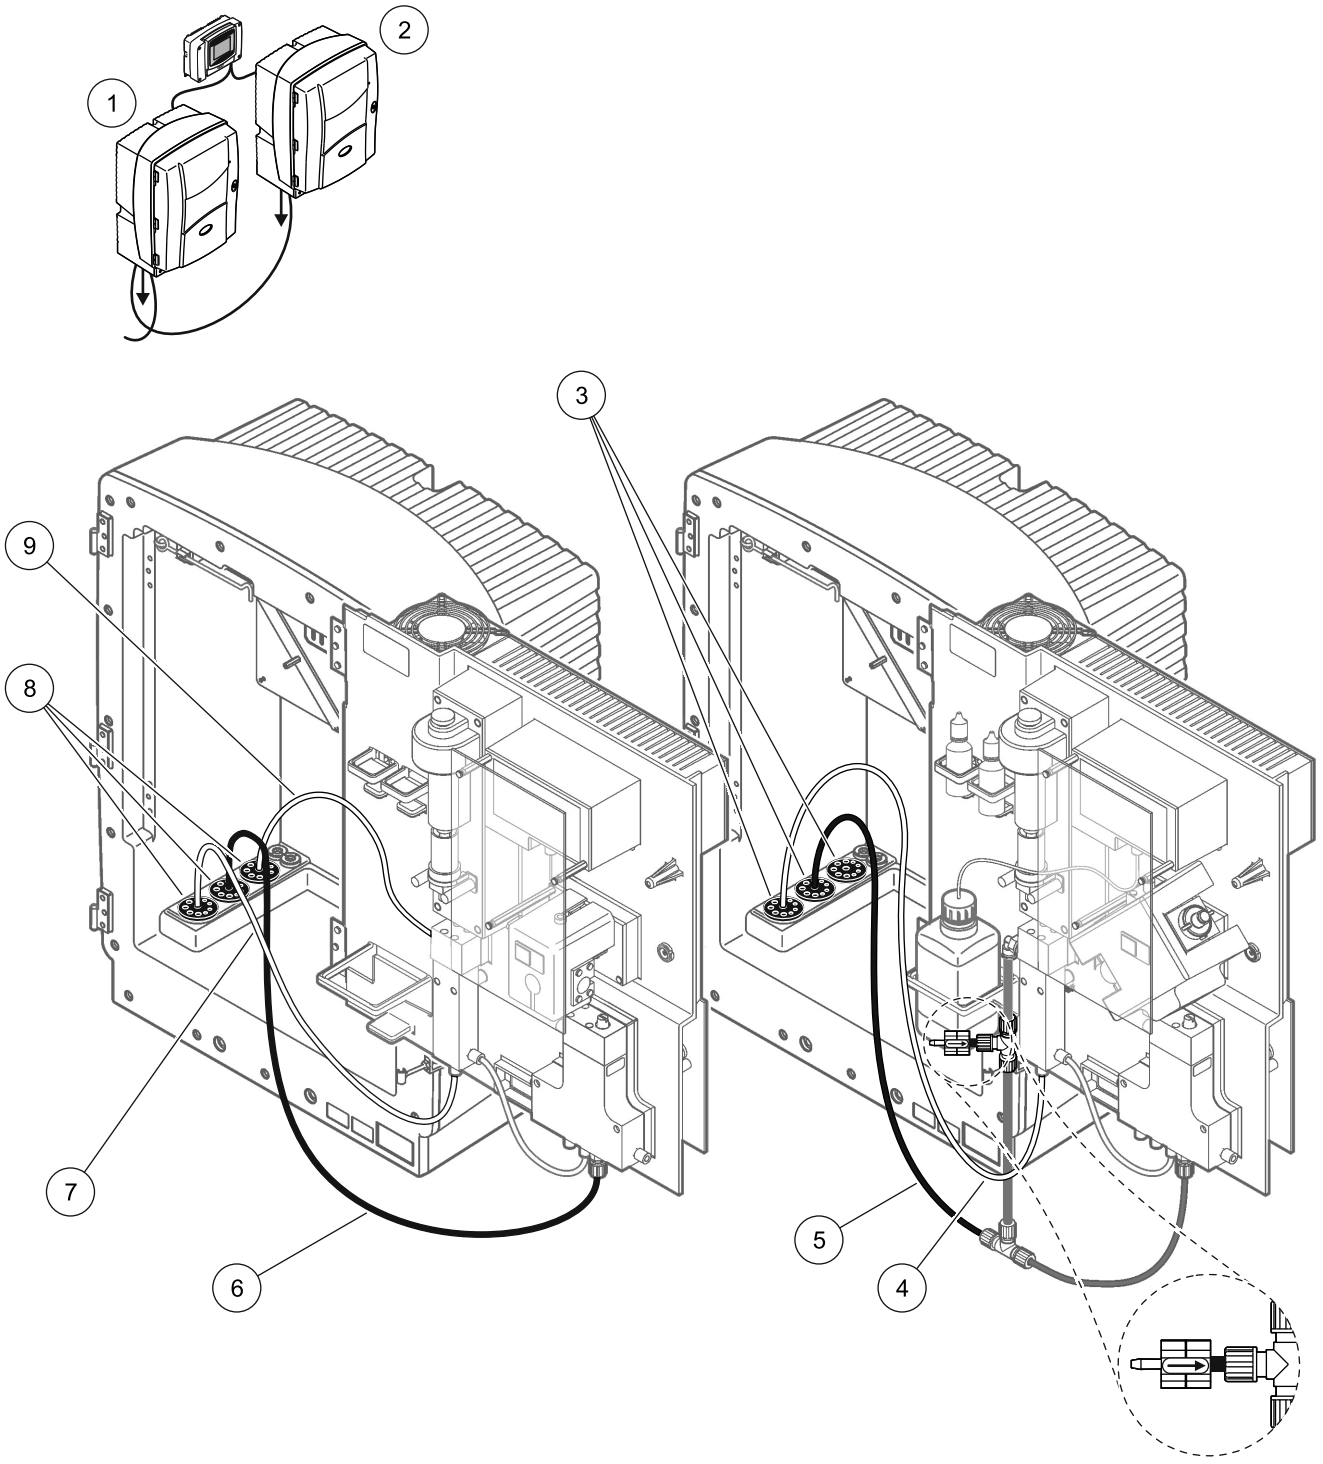

图 39 选项 10b 设置
请参考图 39 以及选项 10b 的以下说明：
a. 通过分析仪从取样准备设备引出取样管 （图 39，项目 7）。使用 3 号密封塞加固。